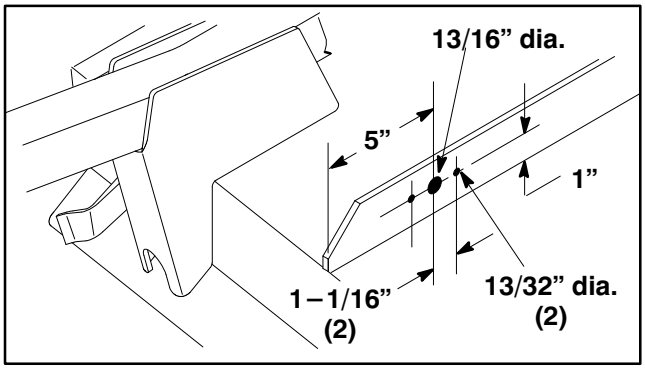

Figure 19
2. Using dimensions shown in figure 19, locate, mark and drill a 13/16" dia. hole and (2) 13/32" in right bridge bar.